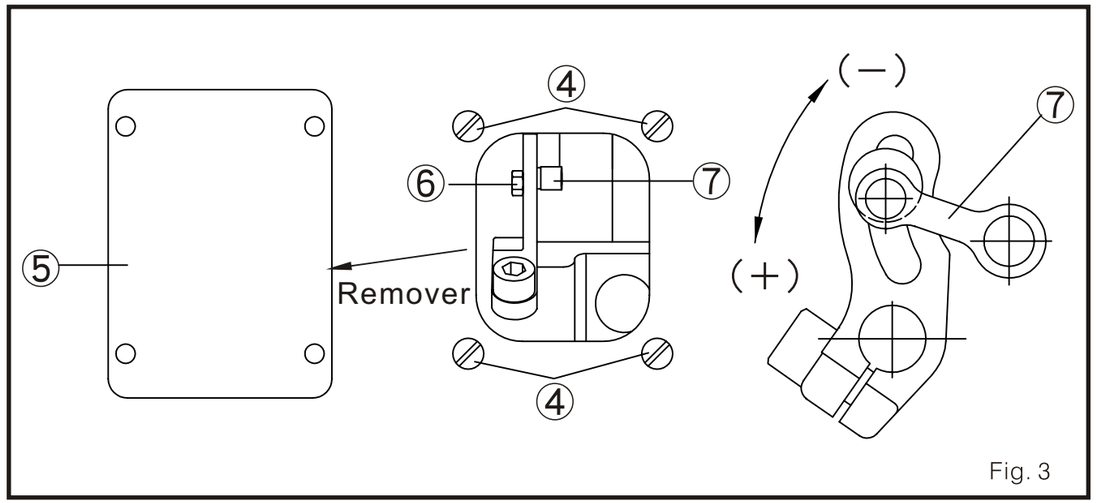

Fig. 3
(3) Después de ajustar ponga la tapa 5 de nuevo al lado posterior de la base de la maquina y fije le tornillo 4. (Fig. 3)